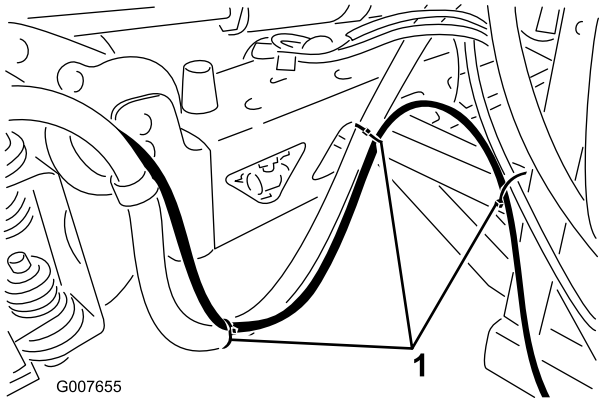

图9
C. 继续沿现有喷洒臂供给软管布置软管。使用塑料扎带将软管固定到支柱上如图9 所示的位置。